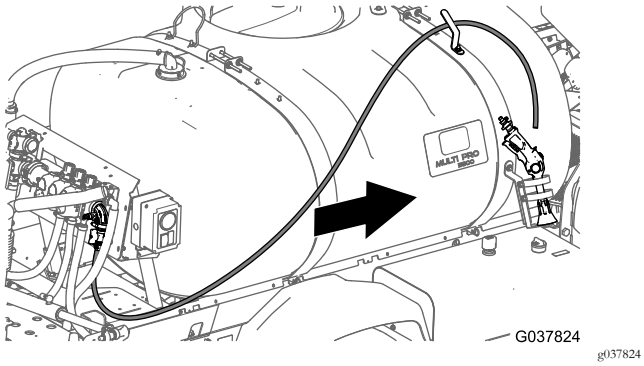

Figura 95
4. Enrute la manguera de alimentación hacia adelante junto al depósito de fumigación hacia el soporte de la pistola de fumigación, y sujete la manguera al soporte del depósito con 3 sujetacables (Figura 95).